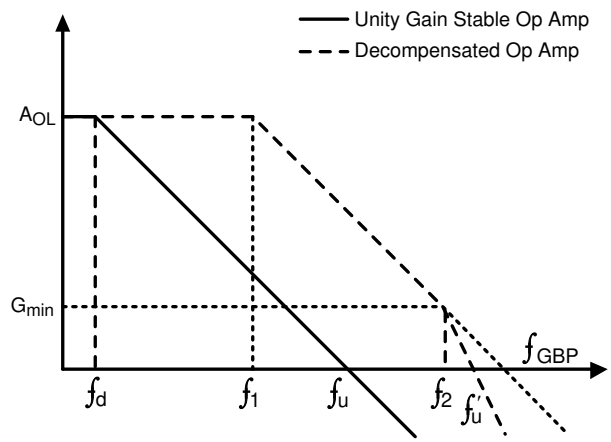

Figure 6-2. Gain vs Frequency Characteristics for a Unity-Gain Stable Op Amp and a Decompensated Op Amp
As shown in Figure 6-2, the dominant pole of a unity-gain stable amplifier, f_d, is moved to the frequency f_1 in the case of a decompensated op amp. The solid A_{OL} plot is the open-loop gain plot of a traditional unity-gain stable op amp. The change in internal compensation in a decompensated amp such as the OPAx371D increases the bandwidth for the same amount of power. Besides the advantages in the above mentioned parameters, an increased slew rate and a better distortion value is achieved because of the higher available loop-gain, compared to the unity-gain counterpart. The most important factor to consider is verifying that the op amp is in a noise gain (NG) greater than G_{min}. A value of NG lower than G_{min} results in instability, as shown in Figure 6-2, because the 1/ß curve intersects the A_{OL} curve at 40dB/decade. This method of analyzing stability is called the *rate of closure method*. See TI precision labs for a better understanding on device stability and for different techniques of providing stability.